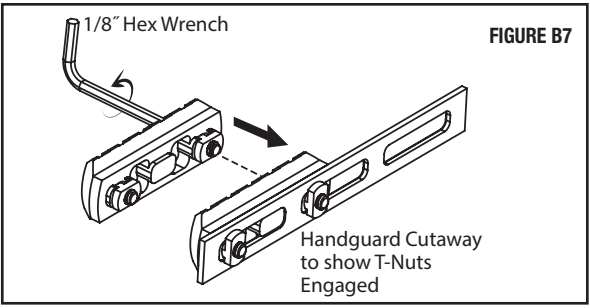

FIGURE B7
- If you have adjusted the nuts appropriately, they should rotate into perfect 90 degree alignment with a 1/4 turn of the screw, once it is aligned, the screw draws the nut against the interior of the handguard (FIGURE B7).